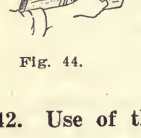

Fig. 44.
41. Use of Draw Knife.—A draw knife may be used for roughing out work and cutting curves on narrow surfaces where the waste is too much to be planed. The stock is held in the vise and the draw knife pulled toward the worker, either with a straight or sliding cut. Care should be used to prevent deep cuts as it is likely to follow the grain. If necessary, the piece is reversed and cut the other way. See Fig. 44.